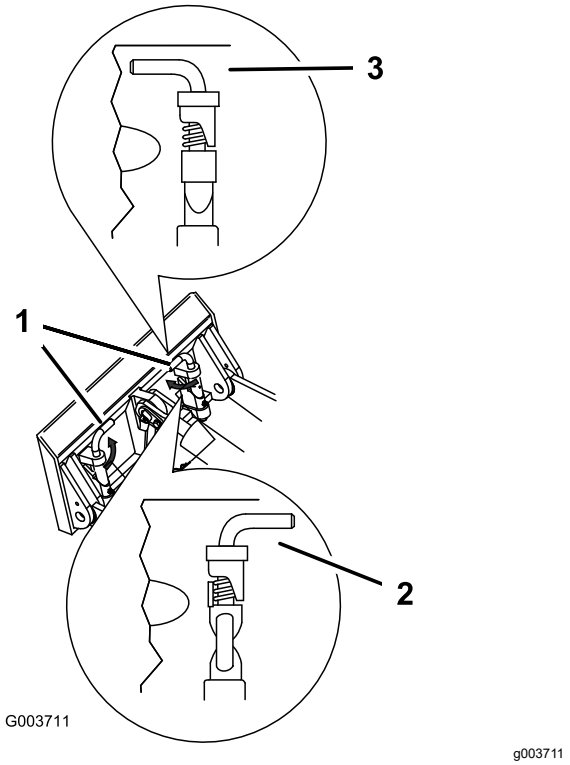

Figuur 11
7. Zet de snelkoppelingspennen vast en zorg ervoor dat deze volledig in de bevestigingsplaten zitten (Figuur 11).